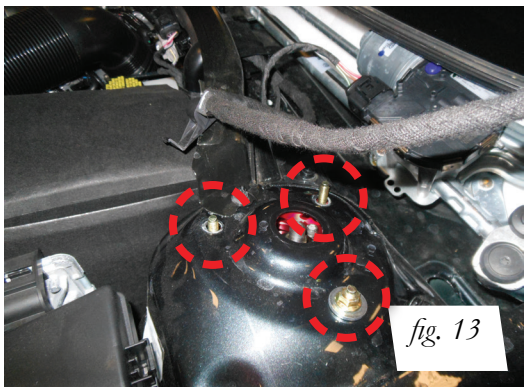

fig. 13
2. Insert the strut and attach the strut to the chassis. Torque nuts to 15Nm (11 lb.-ft.) + 90 degrees (Fig. 13).